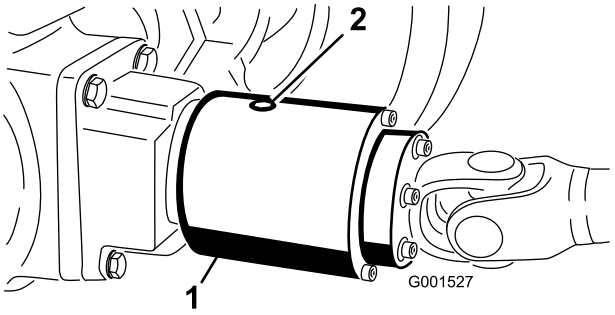

Figur 66
3. Roter clutchen slik at kontrollpluggen peker nedover (Figur 66).